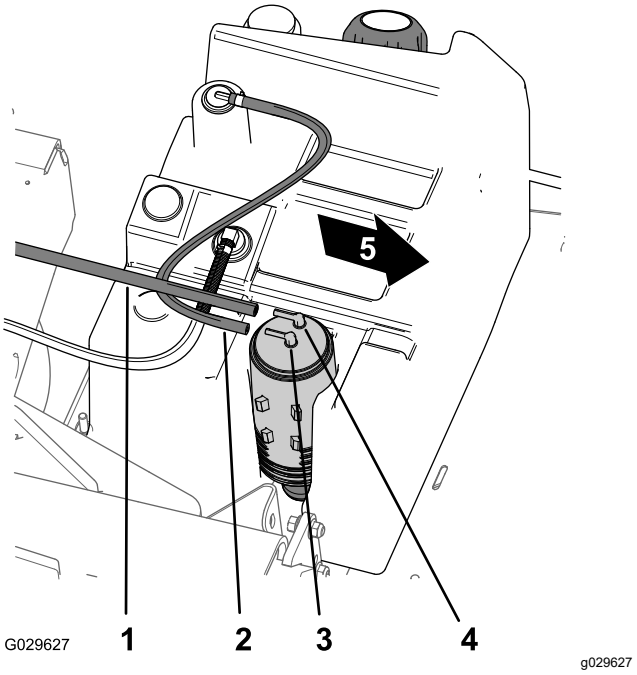

Figuur 43
1. Verwijder de zuigslang van de fitting op de koolstofhouder die gemarkeerd is met 'Purge' (afvoeren) (Figuur 43).
2. Verwijder de slang van de brandstoftank van de fitting op de koolstofhouder die gemarkeerd is met 'Fuel Tank' (brandstoftank) (Figuur 43).
8. Monteer de zuigslang op de fitting op de koolstofhouder die gemarkeerd is met 'Purge' (afvoeren) en de slang van de brandstoftank op de fitting die gemarkeerd is met 'Fuel Tank' (brandstoftank) (Figuur 43).